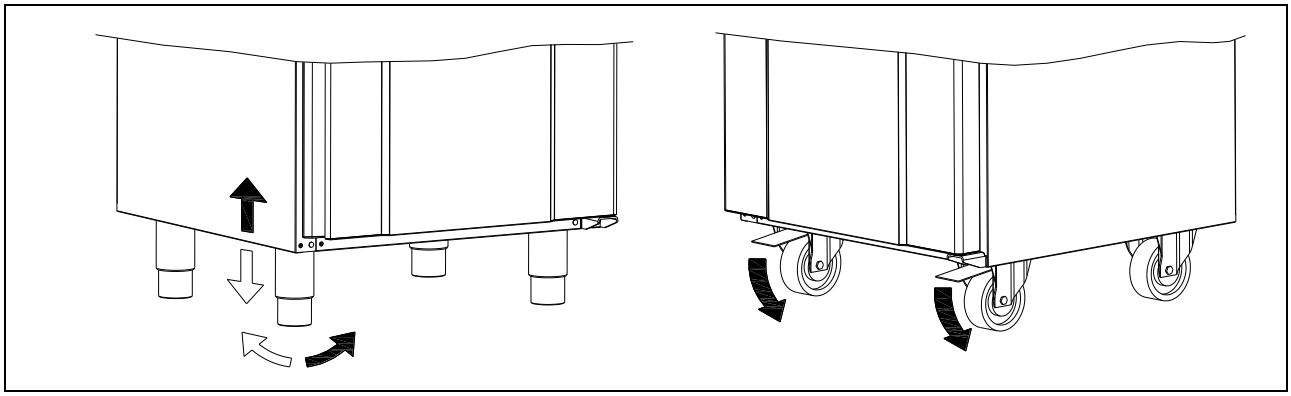

Fig. 2
Nivelleringen genomförs med hjälp av enhetens ben. (se Fig.2)
Om enheten försetts med hjul ska de två (2) främre hjulens låsanordning aktiveras, när enheten är placerad. Underlaget ska vara plant och enheten får inte placeras på ramar eller liknande. (se Fig.2)